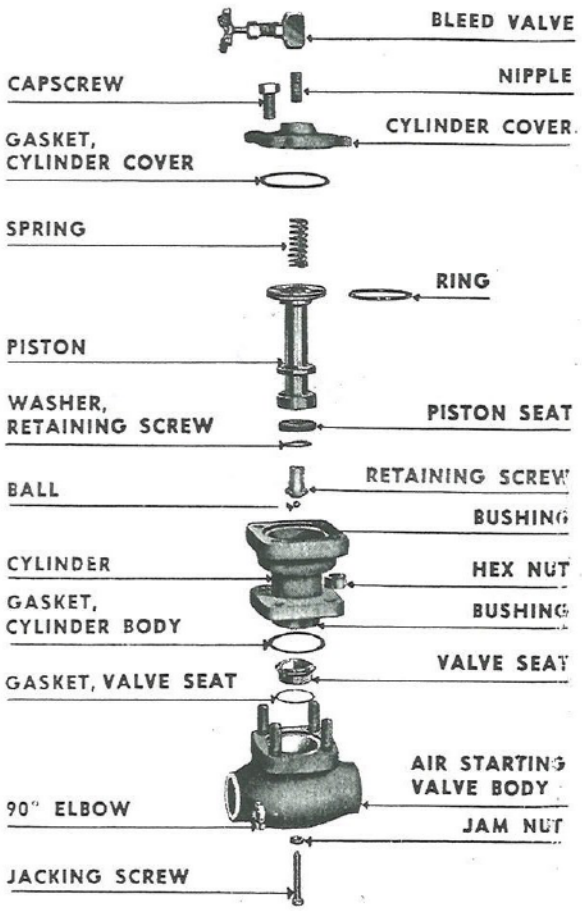

Fig. 61. Air Starting Control Valve Parts
b. The air starting control valve, disassembled, is illustrated in Fig. 61. The only two moving parts are the piston and the spring. The spring keeps the valve seated when compressed air is not entering the valve. The piston is drilled lengthwise through the center with a small hole. When the globe valve is opened to admit air to the system, the compressed air rushes into the body of the valve and starts to exert upward pressure on the piston. Before the piston can be unseated, however, air escapes to the upper section of the cylinder through the hole in the piston. This air, trapped between the upper end of the piston and the piston cover, or head, exerts as much downward pressure on the piston as the upward thrust on the bottom of the piston. This equalizes the pressure, or results in a "balanced" valve.